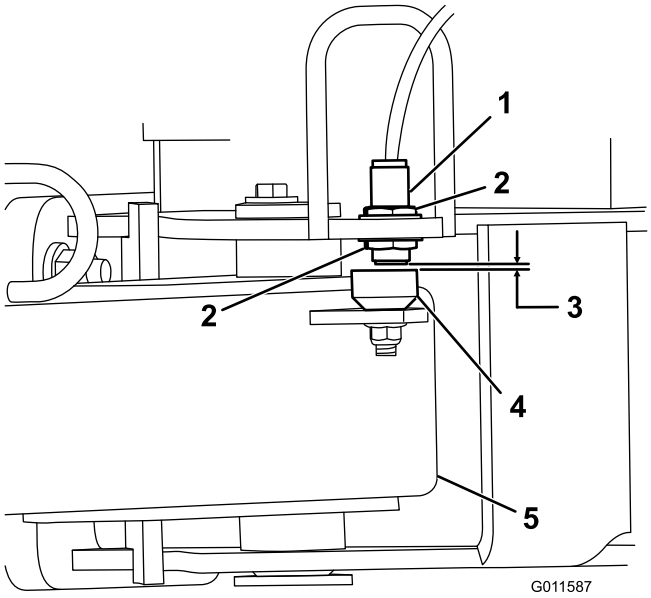

**Figur 4**
5. Løsne låsemutrene som fester nærbryteren til rammen, og senk bryteren til den er 2,6 til 4,0 mm fra følerplaten på koblingsarmen (Figur 4). Stram låsemutterne for å sikre justeringen.